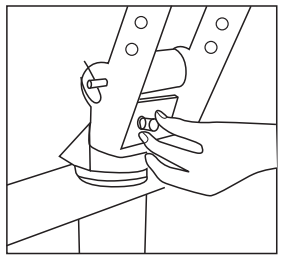

Fig 10
3. Secure with 5/8" bolt to hold into place (Fig 10).